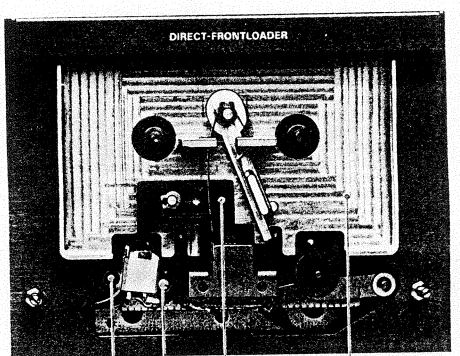

Abb. 5
7.1 Parallelstellung zur Lehre (Abb. 5)
b) Ausführung mit schwenkbaren Kopf (Abb. 5)